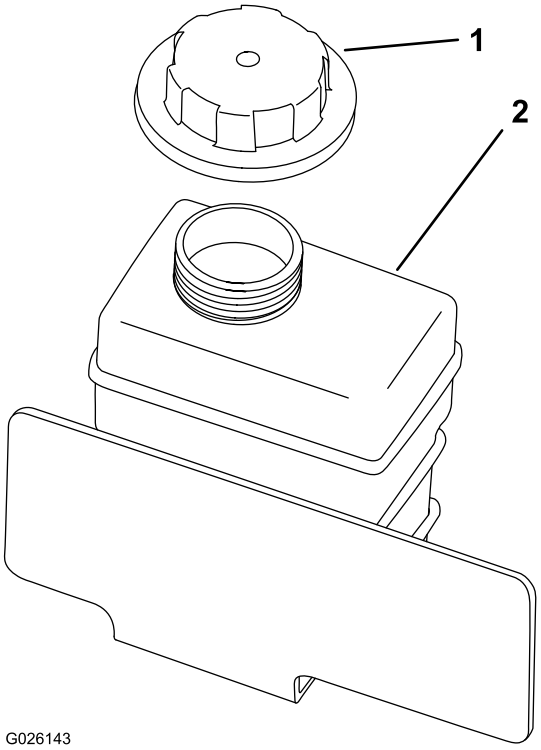

Rysunek 17
2. Sprawdź poziom płynu chłodzącego w zbiorniku zapasowym (Rysunek 17).